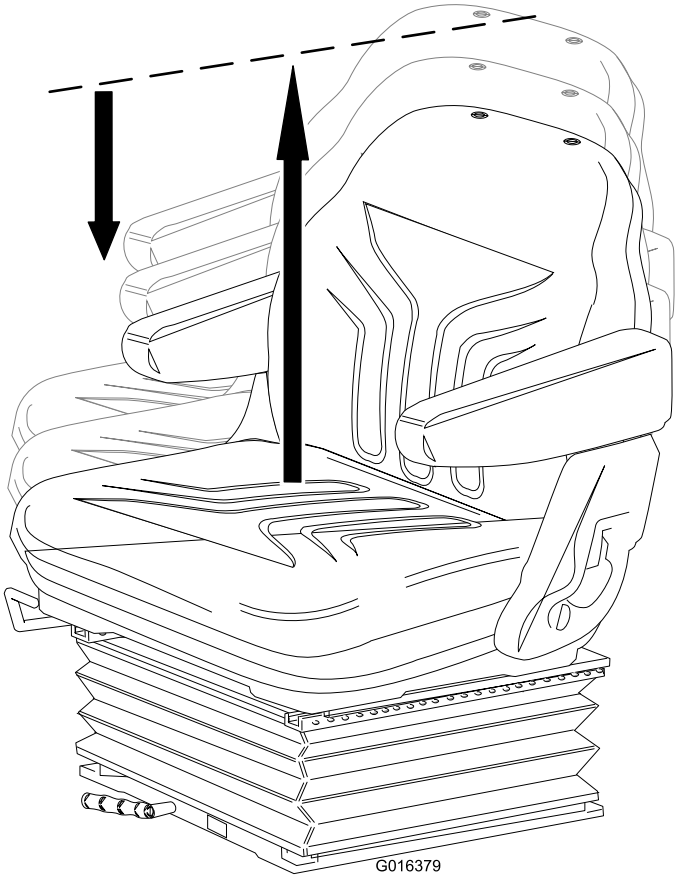

Figur 13
- **Høydejustering:** Løft setet manuelt for trinnvis høydejustering. For å senke setet, løft det forbi høyeste innstilling, og la det deretter synke til laveste stilling (Figur 13).